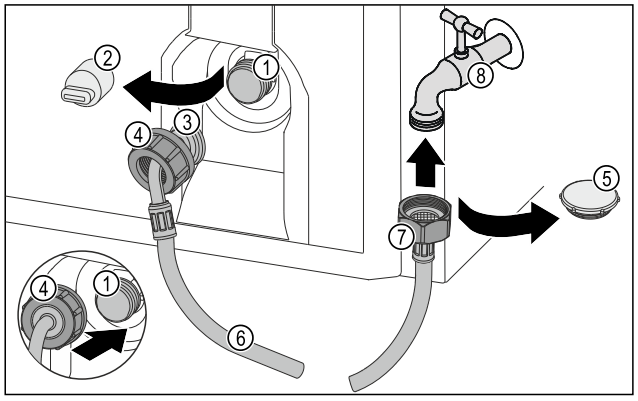

Fig. 74
- ▶ Remove the closure cap *Fig. 74 (5)*.
- ▶ Place the straight end of the hose *Fig. 74 (7)* on the tap *Fig. 74 (8)*.
- ▶ Tighten the nut at the straight end of the hose *Fig. 74 (7)* in a clockwise direction.